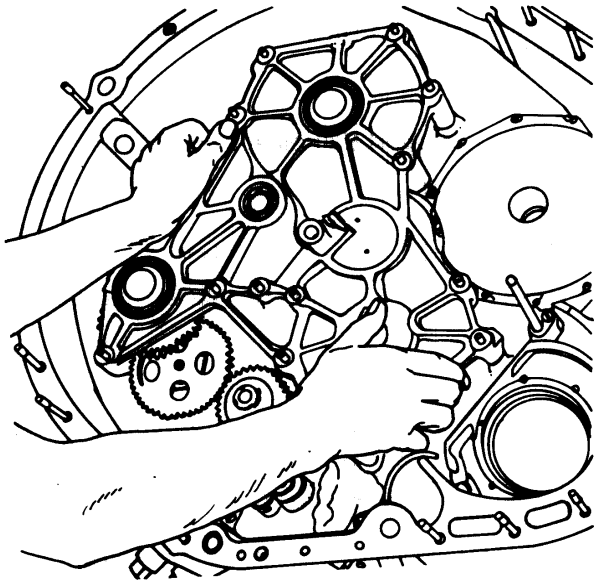

Figure 17. Removing Inner Diaphragm
f. Remove inner diaphragm from the rear housing (figure 17).